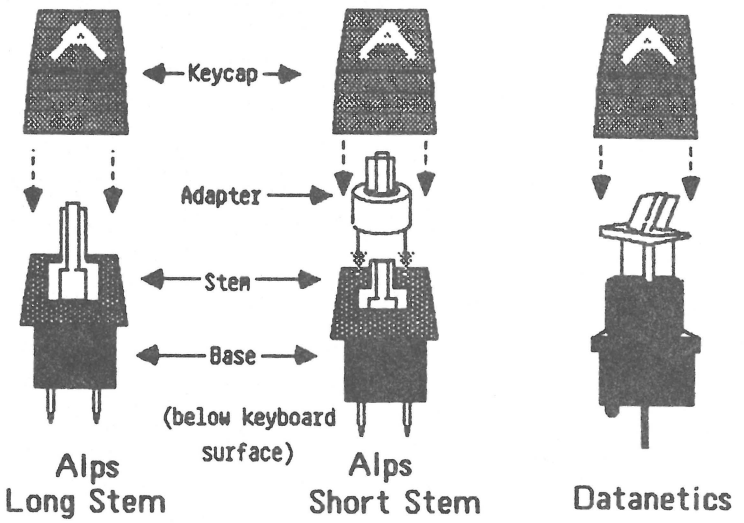

FIGURE 1
2. Before identifying the keyswitches, here are some important distinguishing features you should know: a) Only Alps short stem keyswitches have adapters, small plastic pieces that fit on the stem to make it longer. b) Alps long stem keyswitches are capped directly with the keycap. c) Datanetics keyswitches have a square collar on the middle of the stem. Refer to Figure 1 below for the differences between the Apple II keyswitches.
4. If you cannot identify the keyswitch using Figures 1 and 2, then remove the keyboard and look for the name "Datanetics" on the PCB.*
5. Check to see if you find an adapter on the keyswitch. If there is an adapter, then the keyboard is an Alps short stem. If there is not an adapter, then the keyboard is an Alps long stem. Verify this by checking Figure 1.